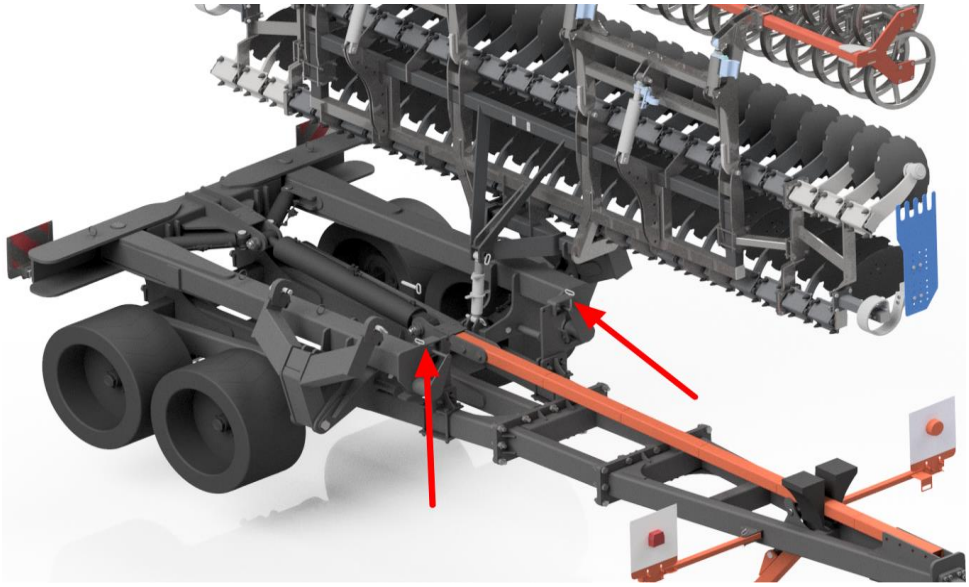

Rysunek 30 Lokalizacja sworzni zapobiegających przed rozłożeniem skrzydeł maszyny.
2. Wyciągnąć sworznie zabezpieczające skrzydła maszyny przed samoczynnym wysunięciem się z odbojników (rys.30).